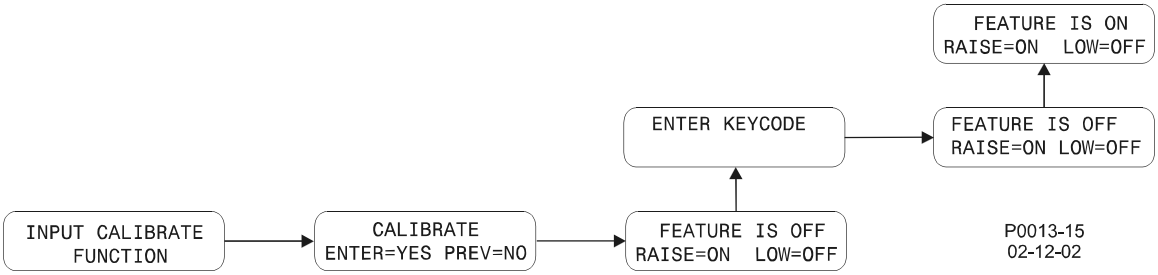

Figure 5-16. Calibration Mode Navigation
Calibration is accomplished by performing the instructions called out on each of the HMI calibration menu screens. The calibration menu screens reside in a branch of Menu 3: Sensing Devices. Figure 5-16 illustrates the process of entering the calibration mode and the following steps describe the process.
2. Perform the steps illustrated by Figure 5-16 to enable calibration (screen indicates FEATURE IS ON). Use the Select/Enter pushbutton to move right. Use the Raise/Scroll pushbutton to move up.
1. While viewing the FEATURE IS ON screen (illustrated in Figure 5-16), press the **Select/Enter** pushbutton to begin the calibration process. The first calibration screen (displayed at right) appears. Apply 240 Vac to the voltage sensing inputs for phase A (terminal P23) and Neutral (terminal P30). Press the **Lower/Scroll** pushbutton.